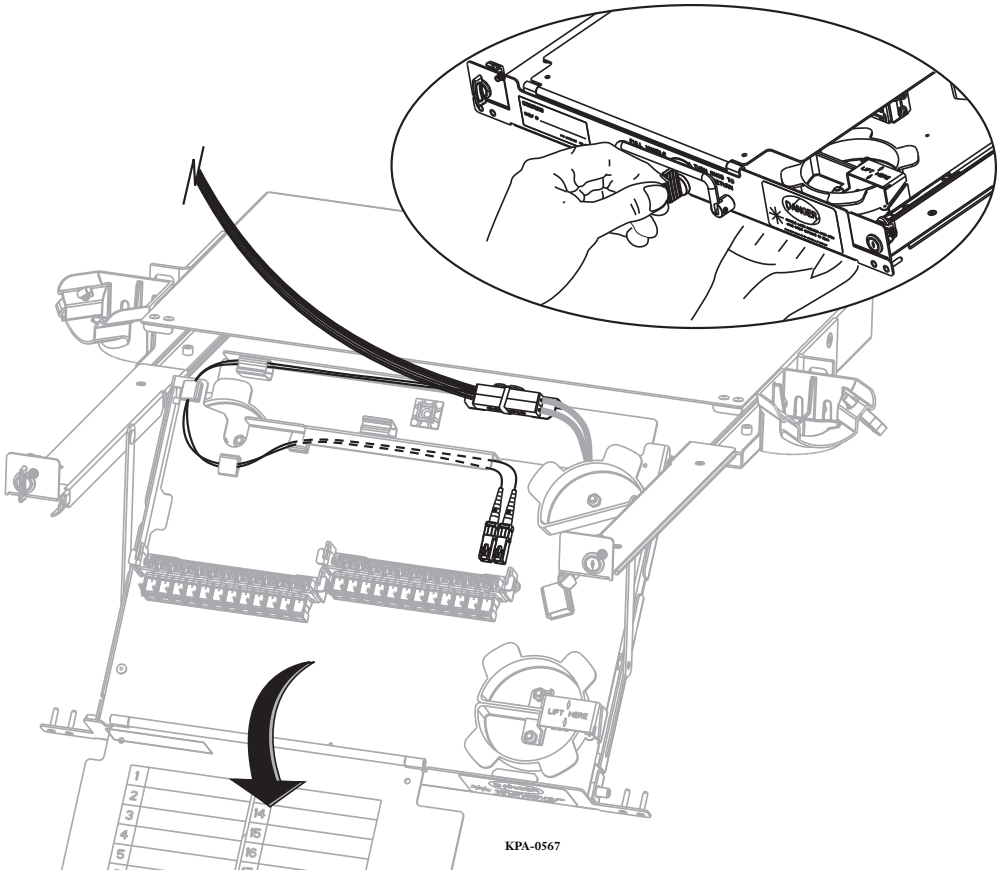

Figure 4 — Lower the Drawer
Step 1: With one hand beneath the drawer, turn the plunger actuator knob to release the plungers holding the drawer (figure 4)
Step 3: Attach the fan-out body(ies) to the bracket at the back of the housing (figure 4) with a cable tie as shown. Attach the fan-out body with the shortest fiber lengths directly against the vertical portion of the bracket (the rear of the bracket). Lay the fan-out body with the longest pigtails against the first one and secure with cable tie.